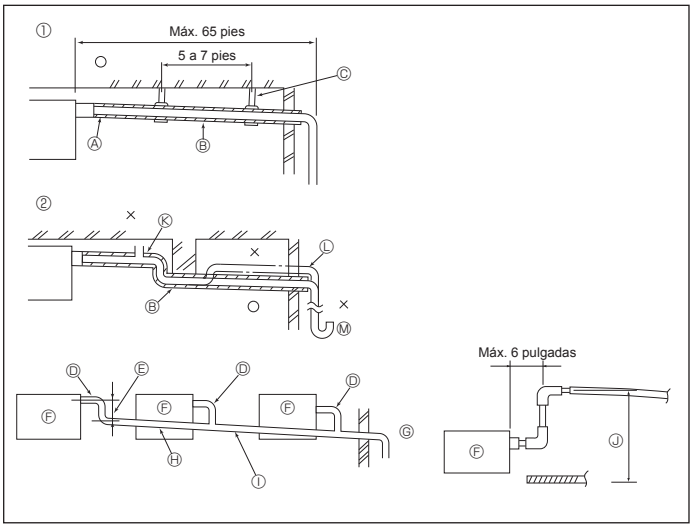

Fig. 6-1
6.1. Tubería de drenaje (Fig. 6-1)
① Tubería correcta
② Tubería incorrecta